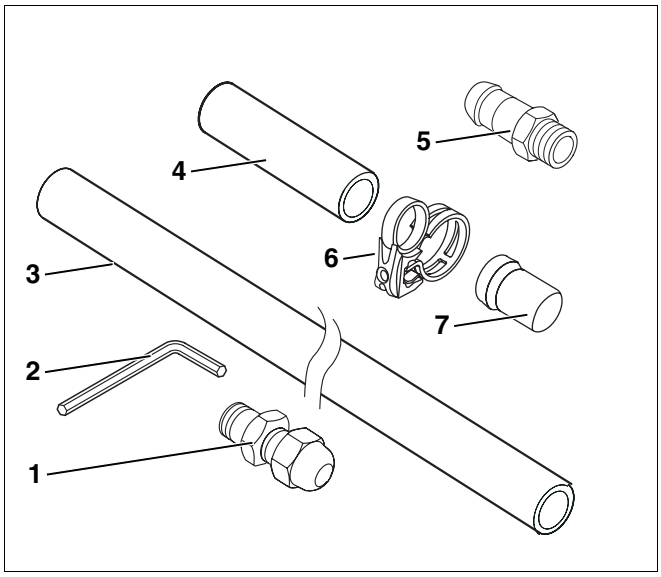

Afb. 4 Basisaansluitset voor de leidingen
4.2.3 Basisaansluitset voor de leidingen (per collectorveld) – afb. 4